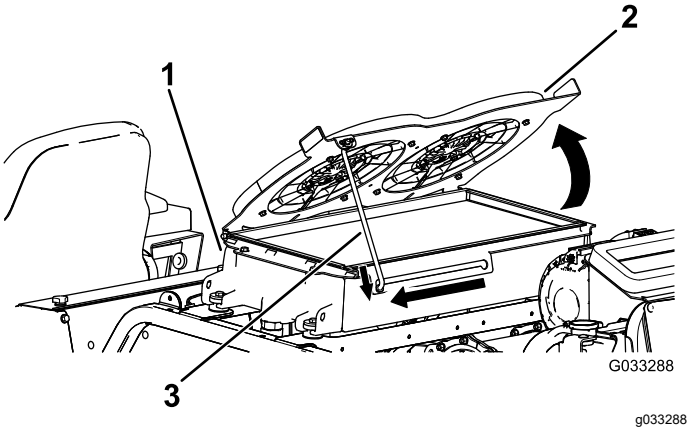

**Figuur 121**
2. Draai de hydraulische koelventilators naar boven en zet de steunstang vast in de inkeping (Figuur 121).